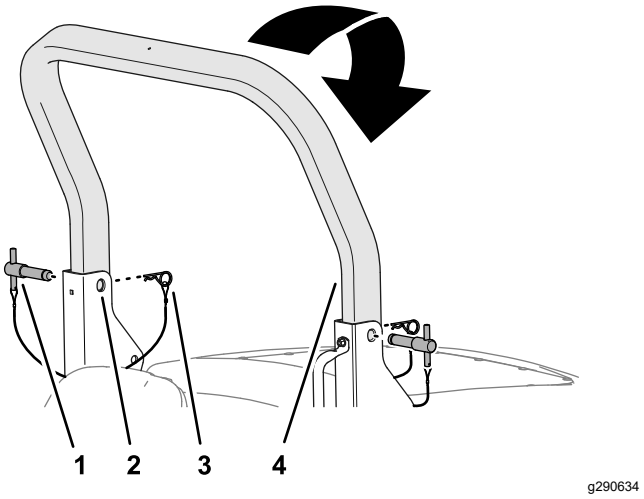

Rysunek 26
2. Wyjmij zawleczki ze sworzni pałąka bezpieczeństwa we wspornikach osi obrotu dolnej ramy pałąka bezpieczeństwa (Rysunek 26).
3. Podtrzymując ciężar górnego pałąka bezpieczeństwa wyjmij sworznie ze wsporników osi obrotu (Rysunek 26).